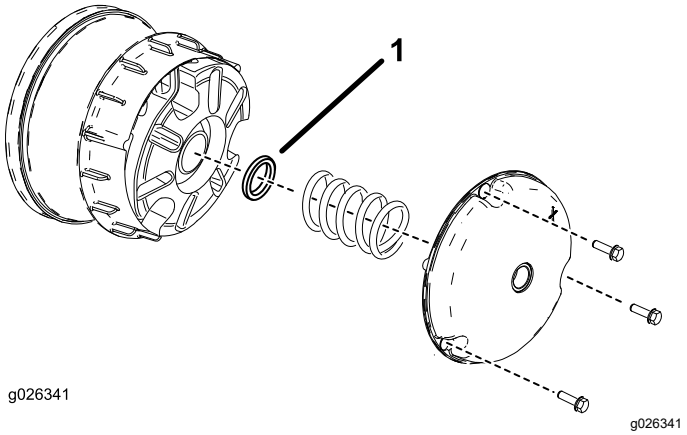
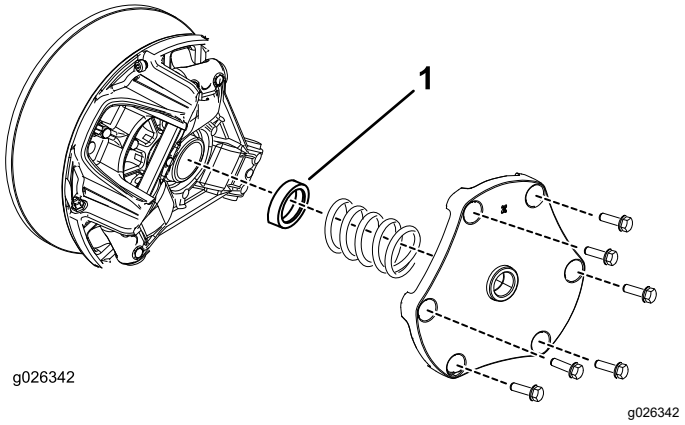

Bild 12
Bild 13
1. Entfernen Sie die Schrauben, mit denen die Abdeckung der Hauptkupplung befestigt ist, wie in Bild 12 und Bild 13 abgebildet.
2. Nehmen Sie die Feder ab und werfen das Distanzstück weg, siehe Bild 12 und Bild 13.